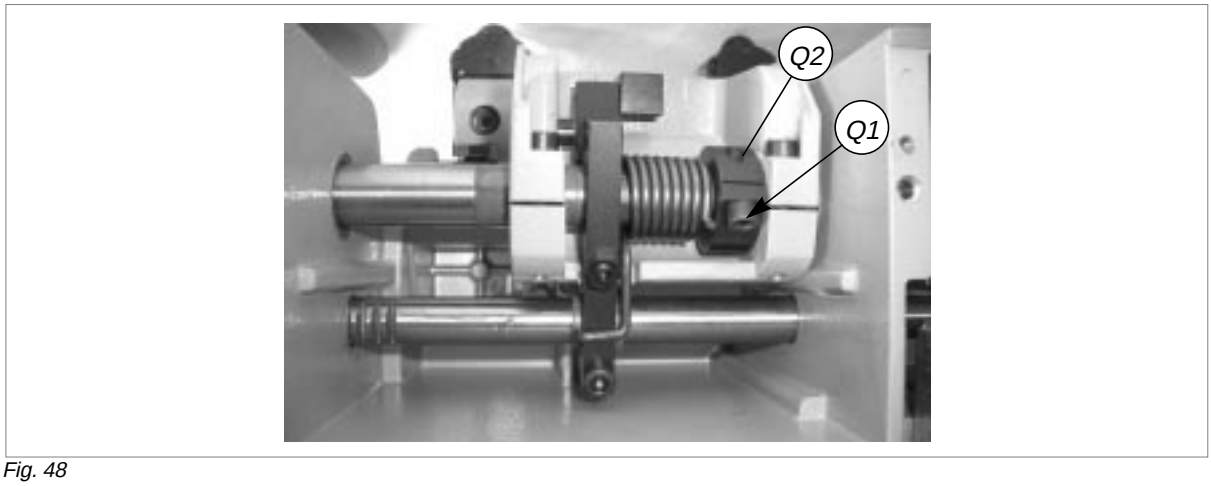

Fig. 48
12) Loosen the screw (Q1) on the spring ring nut (Q2) (fig. 48, page 31).